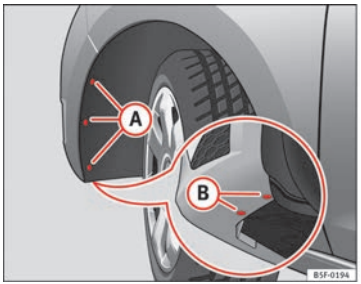

Fig. 148 Farol de nevoeiro: acesso ao conector e ao porta-lâmpadas
– Retire os 3 parafusos (A) ⇒ Fig. 148 do interior do passa roda e os 2 parafusos inferiores (B) ⇒ Fig. 148 do pára-choques, precisando para isso de uma chave de parafusos.